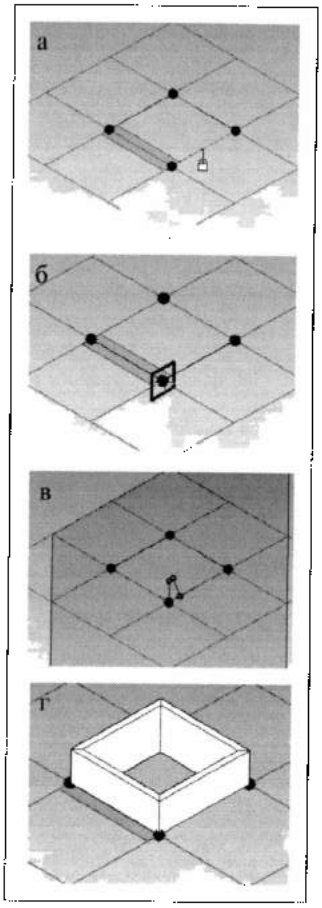

Рис. 14.10. *Создание образца компонента*
4. Создать на виде в плане компонент образца, используя те же инструменты, что и при разработке форм. К опорным линиям можно добавлять управляющие точки с целью изменения их геометрии. Если создается объемная геометрия рамы панели, используется следующая (рис. 14.10) процедура.